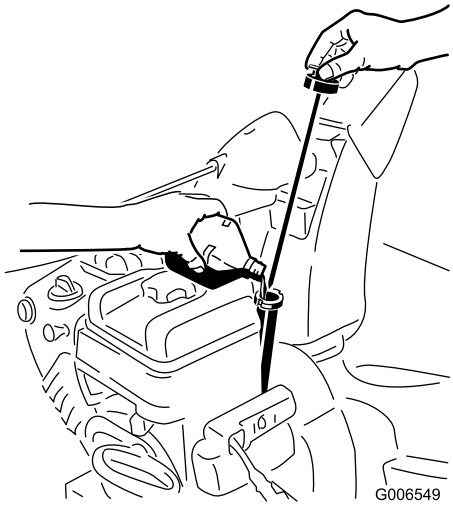

Figur 35
2. Ta ut oljestickan och kontrollera oljenivån (Figur 35). Fyll på olja om oljenivån ligger under markeringen ”Add” på stickan. Se avsnittet Fylla på olja i motorn.